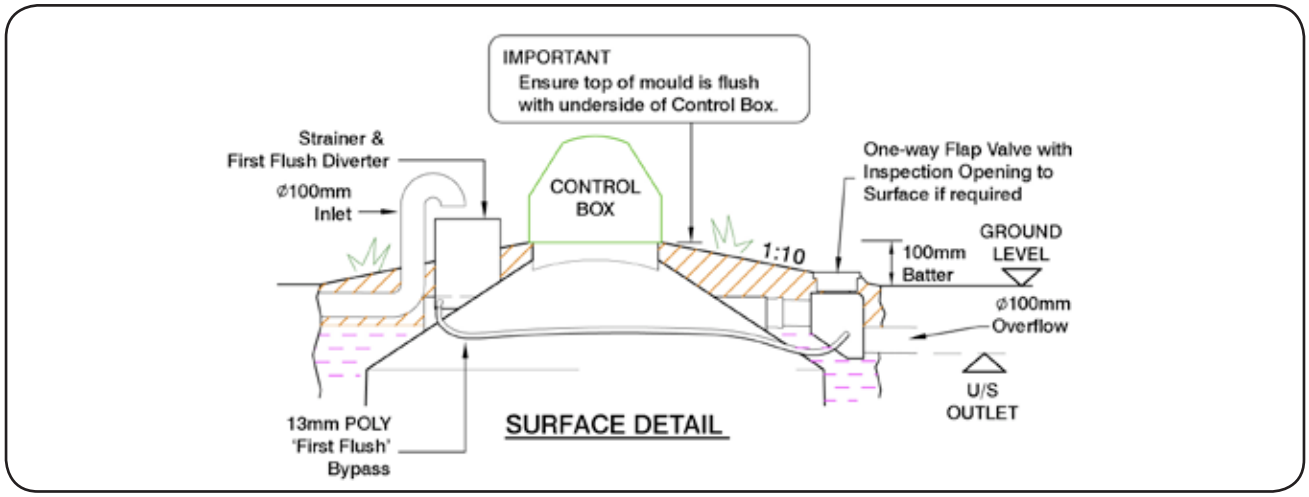

Figure 4: Storm water connections
1. **Connect roof water** from downpipes to 1st flush diverter. The 100mm inlet stormwater pipe from the downpipes should rise up out of the ground and empty into the top of the 1st flush diverter/leaf screen. The pipe should be deflected into the leaf screen with a 45 degree bend leaving a 100mm gap allowing for the easy removal of the 300mm leaf filter, for cleaning. Landscaping should make provision for over-flow from the strainer during periods of peak rainfall. Refer to figure 4.
2. **Connect Overflow** from tank to kerb or easement. Install the supplied 100mm non return flap valve (check flow direction) and connect the supplied diverter hose (located inside control box), from the 1st flush diverter to the overflow. Refer to Figure 4.